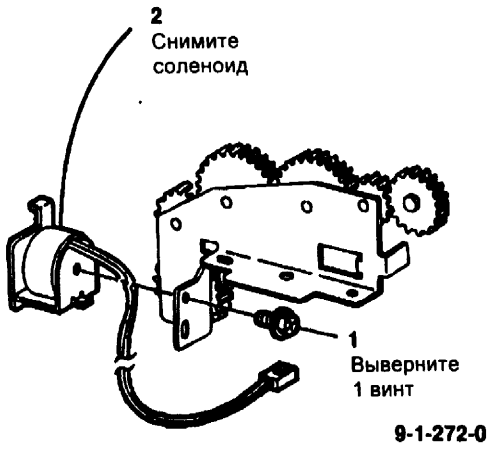

Рис. 4 Снятие соленоида подачи лотка 1
8. (Рис. 4) Снимите соленоид подачи лотка 1.